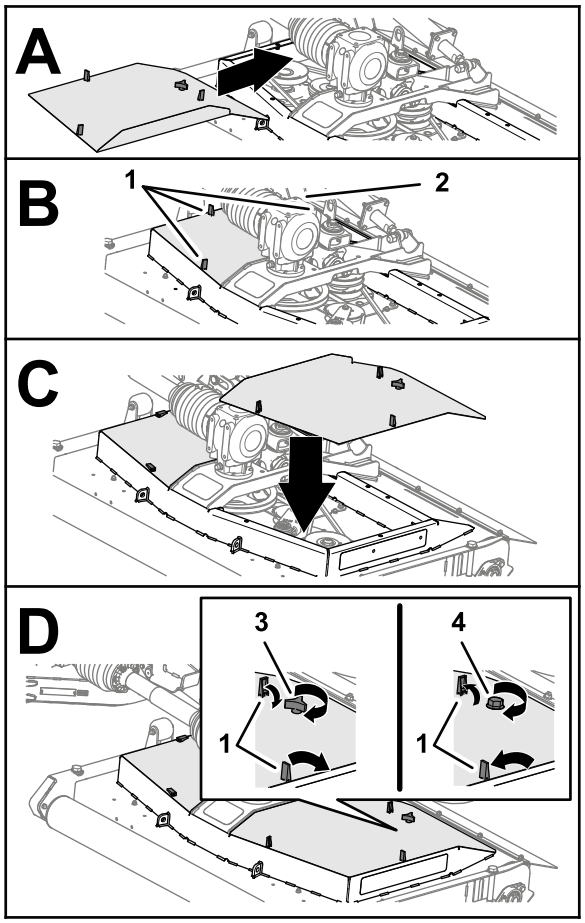

Rysunek 47
1. Ustaw zamki w pokrywie podwozia tnącego równo z otworami w podwoziu tnącym (Rysunek 47).
2. Zamontuj pokrywę podwozia tnącego na podwoziu tnącym kosiarki (Rysunek 47).
3. Zamocuj pokrywę (Rysunek 47):
4. Zamknij 3 zamki pokrywy na podwoziu tnącym (Rysunek 47).
5. Powtórz czynności od 1 do 4 dla pozostałych zdemontowanych pokryw (Rysunek 47).